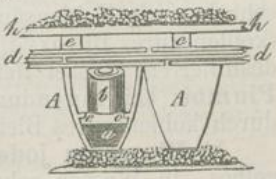

Fig. 58.
Bleiweissfabrikation. Nach der holländischen Methode werden spiralig aufgerollte Bleiplatten (Fig. 58 b) in Töpfe (A) über etwas Essig (a) aufgestellt und eine grössere Zahl so beschickter Töpfe in Behälter (Loggen = Mistbäder) reihenweise neben und über einander geordnet. Unter jedem Topfe lagert eine Schicht Pferdedünger oder gährende Lohe, darüber zunächst Bleiplatten (d), dann auf Brettern (h) abermals Pferdedünger. Letzterer liefert die Kohlensäure, welche sich mit dem durch die Essigdämpfe angegriffenen und in Oxyd übergegangenen Blei zu Bleiweiss verbindet. Nach etwa einem Monat klopft man dasselbe ab.